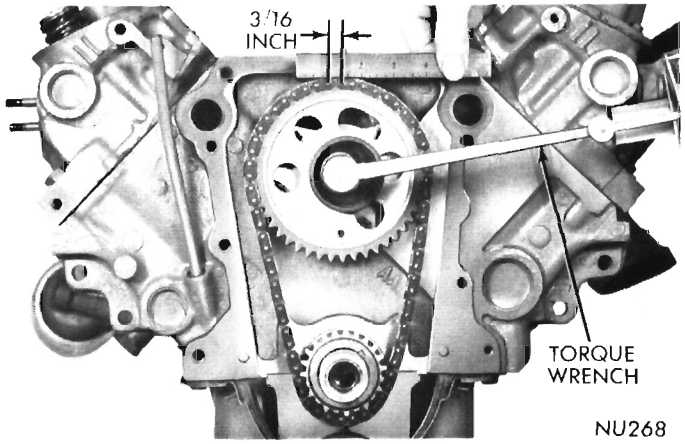

Fig. 24—Measuring Timing Chain Stretch
(3) Holding a scale with dimensional reading even with edge of a chain link, apply torque in the reverse direction 30 foot-pounds (with cylinder heads installed) or 15 foot-pounds (cylinder heads removed) and note amount of chain movement (Fig. 24).
(4) Install a new timing chain, if its movement exceeds 3/16 inch.
(5) If chain is satisfactory, slide the crankshaft oil slinger over shaft and up against sprocket (flange away from sprocket).
(6) If chain is not satisfactory, remove camshaft sprocket attaching cup washer, fuel pump eccentric and remove timing chain with crankshaft and camshaft sprockets.